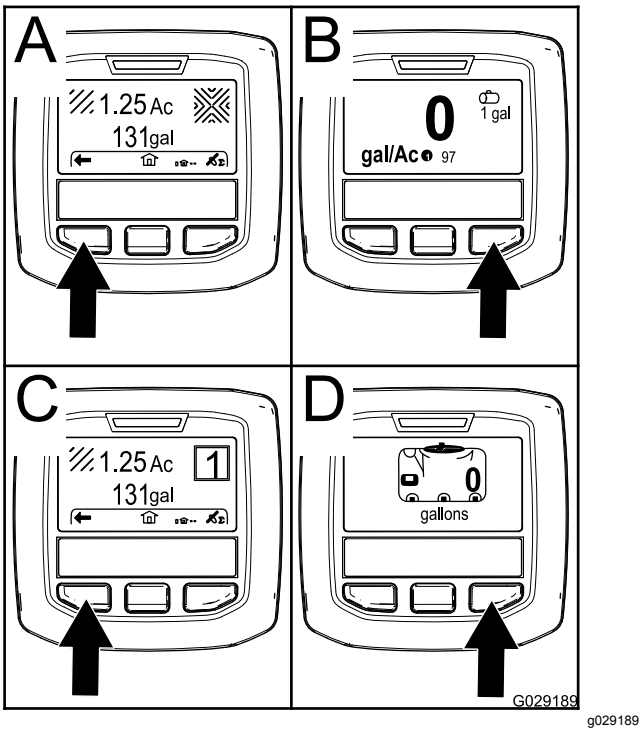

Rysunek 19
- Prawy przycisk wyboru: **całkowity opryskany obszar** (A na Rysunek 19)
- Prawy przycisk wyboru: **szybkość dawkowania** (B na Rysunek 19)
- Lewy przycisk wyboru: **opryskany podobszar** (C na Rysunek 19)
- Lewy przycisk wyboru: **poziom cieczy w zbiorniku** (D na Rysunek 19)